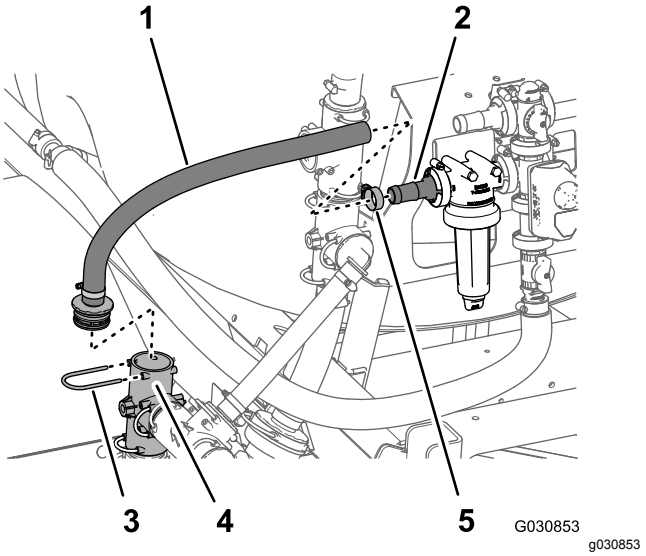

Figur 104
1. Montera den raka hullingförsedda kopplingens nav vid tillförselslangens ände (1 x 23 1/8 tum) på T-kopplingen vid utloppsporten för sprutans pump (Figur 104) med hållaren som du tog bort i steg 3 i Ta bort omrörningsventilen, kulventilen och slangarna (sida 32).
2. Montera tillförselslangen (1 x 23 1/8 tum) med den raka hullingförsedda kopplingen på den raka kopplingen i filterhuvudet (Figur 104).